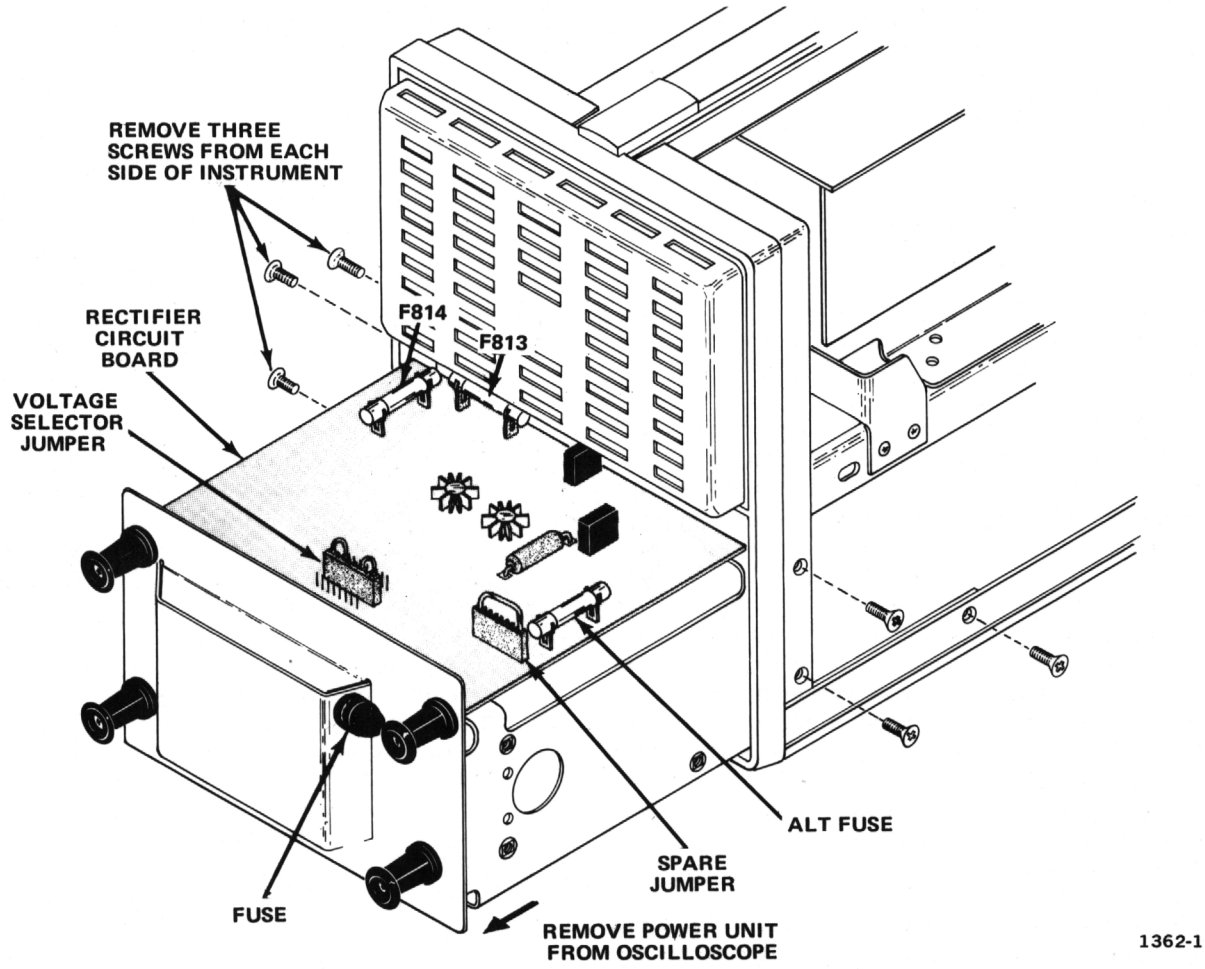

Fig. 1-1. Locations of voltage selector, spare jumper, and alternate fuse in power unit (7313 shown).
7313. Remove three screws from each side of the power unit. Slide the power unit out the rear of the chassis (see Fig. 1-1).
3. To convert from 110-volts to 220-volts nominal line voltage, or vice versa, remove the voltage-selector jumper and replace it with the spare jumper stored on the pins adjacent to voltage selector area (see Fig. 1-1). The jumpers are color coded to indicate the nominal voltage for which they are intended; brown for 110-volt nominal operation and red for 220-volt nominal operation. Change the rear-panel fuse to provide protection for the selected nominal line voltage. Use the fuse located in the Alt Fuse holder on the Rectifier board (see Fig. 1-1 for location and Table 1-2 for fuse type). Also change the line-cord plug to match the power-source receptacle or use a suitable adapter.
Voltage Selector. Multi-pin connector selects Low, Medium, or High voltage regulating range. The multi-pin connector can be exchanged to select 110-volt or 220-volt nominal line voltage source. See Fig. 1-1 and Preliminary Operation, in this section, for further information.